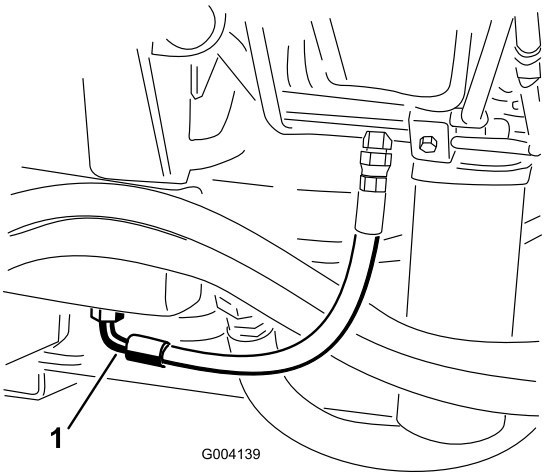

Figur 67
2. Anbring en stor bakke under stykket, der sidder i bunden af hydraulikvæskebeholderen (Figur 67).